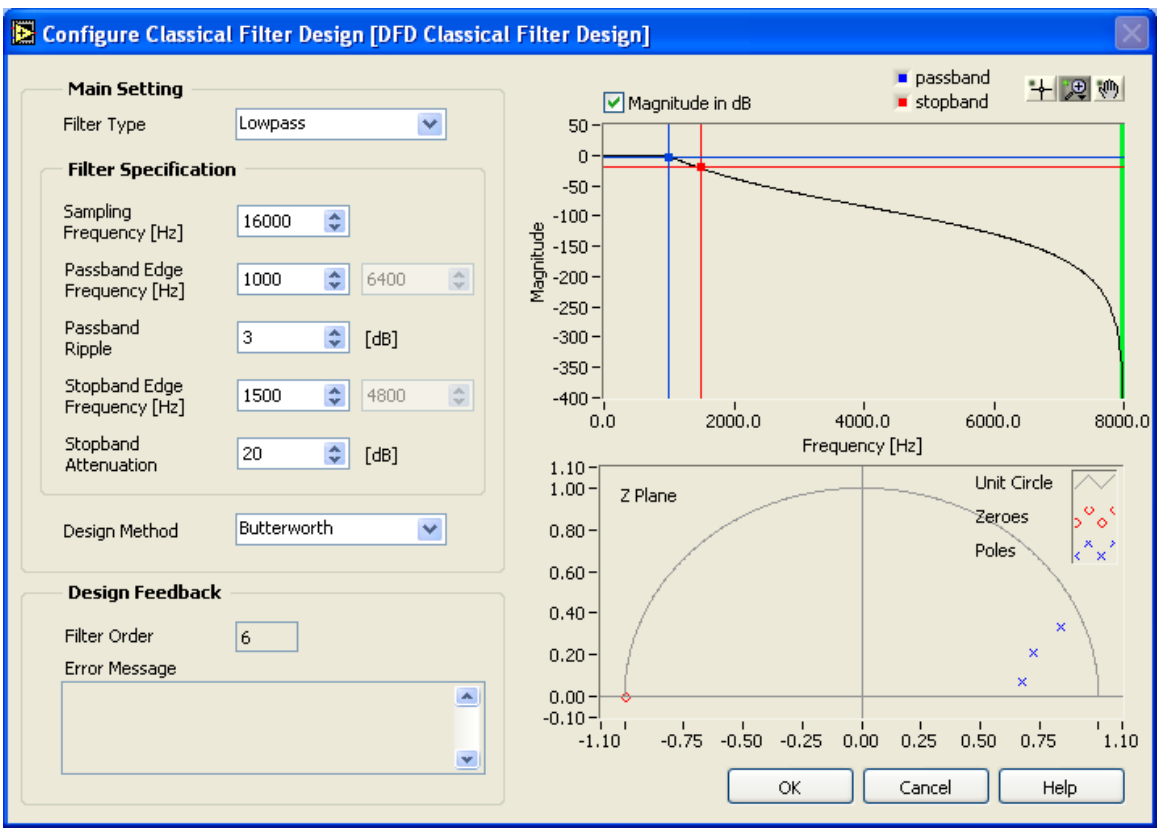

Figure 6: DFD Classical Filter Design Configuration Window
2. Wire the Express VI as shown in Figure 6. The output of the Add function is the input "Signal" of the Express VI and the "Filtered Signal" goes into the Analog Output. Set the function generator's signal to a frequency of 500 Hz.
9. Build the following Block Diagram to save the filter settings: Drop a "DFD Save to File" VI on the Block Diagram. This VI is located at Functions»All Functions»Digital Filter Design»Utilities»DFD Save to File. Wire the Block Diagram as shown in Figure 6.